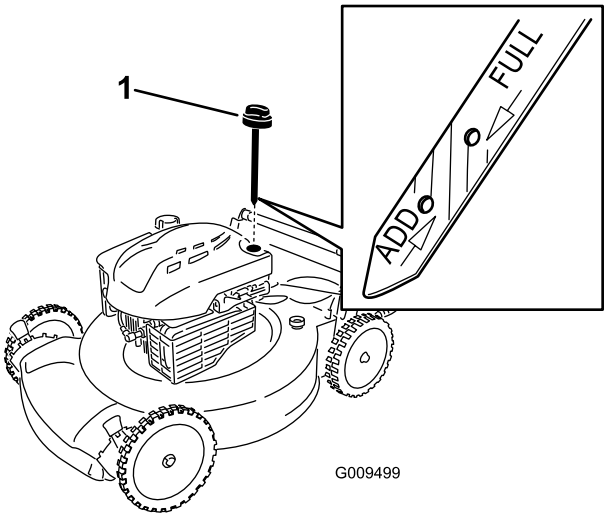

Figur 11
2. Fjern peilestaven (Figur 11).
5. Ta ut peilestaven, og kontroller oljenivået på peilestaven. Se Figur 11.